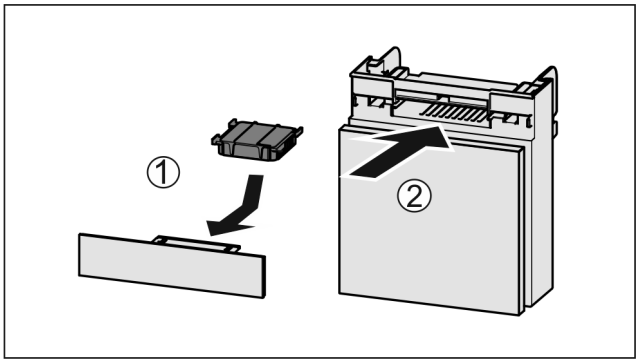

Fig. 144
▶ Insert the carbon filter as shown in the diagram *Fig. 144 (1)*.
▶ Push the compartment in *Fig. 144 (2)*.